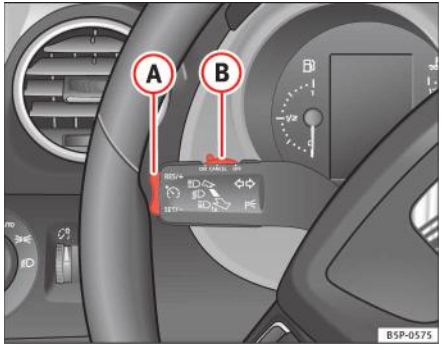

Fig. 151 Maneta pentru semnalizarea direcției și faza lungă: comutatorul și comutatorul basculant pentru tempomat
– Pentru a creşte viteza, apăsați partea superioară **RES/+** a butonului basculant ⇒ fig. 151 (A). Automobilul va continua să accelereze cât timp continuați să apăsați comutatorul basculant. La eliberarea butonului, noua viteză este memorată.
Tempomatul este oprit dacă reduceți viteza prin apăsarea pedalei de frână. Tempomatul poate fi dezactivat apăsând o dată partea superioară a butonului basculant **RES/+** ⇒ fig. 151 (A).